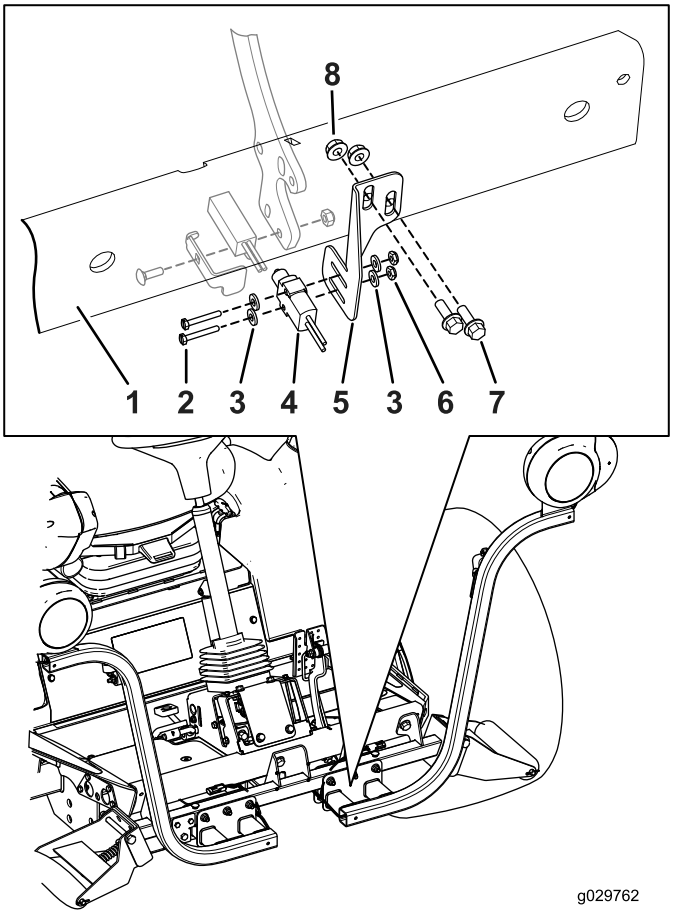

Figura 17
Nota: Tem de mover o suporte do sensor do travão para cima ou para baixo para alinhar o sensor do travão com a placa do sensor do travão (Figura 17).
4. Instale, sem apertar, o sensor do travão no suporte do sensor do travão com os dois parafusos ranhurados (n.º 6 x 1 pol.), duas anilhas e duas porcas flangeadas (Figura 17).